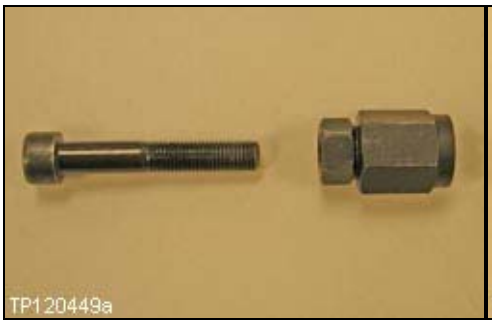

Figure RB14
1. Thread no more than finger tight part #2 into part #3 until it bottoms out (see Figure RB14).